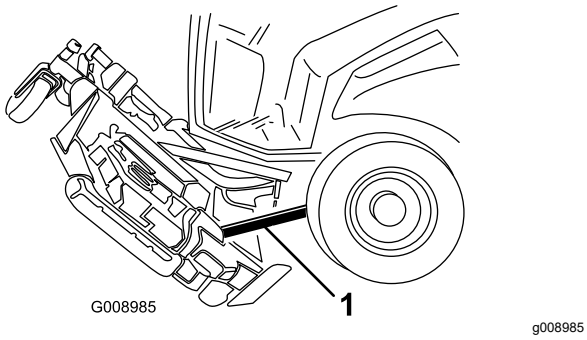

Figuur 135
6. Klem een houten blok tussen de achterzijde van het maaidek en de machine (Figuur 135).